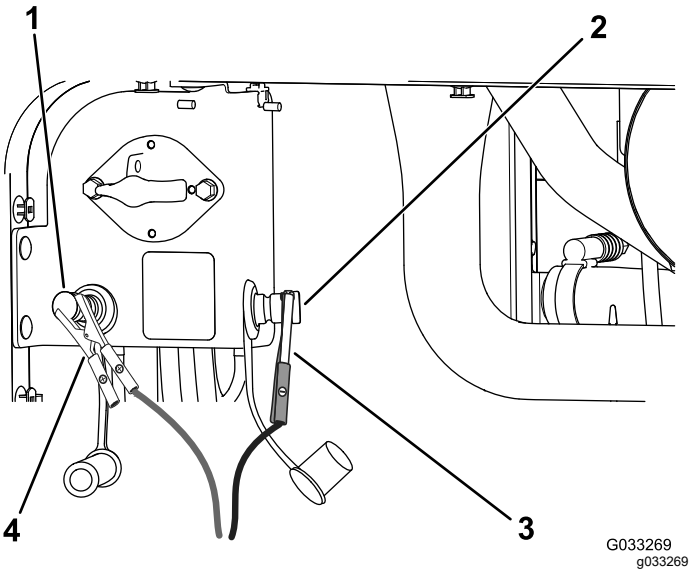

Figur 78
4. Anslut plusstartkabeln (+) till plusstartpolen (Figur 78).
5. Anslut minusstartkabeln (−) till minusstartpolen (Figur 78).
7. När motorn startar ska den andra personen koppla bort minusstartkabeln (−) från minusstartpolen och sedan koppla bort plusstartkabeln (+) (Figur 78).